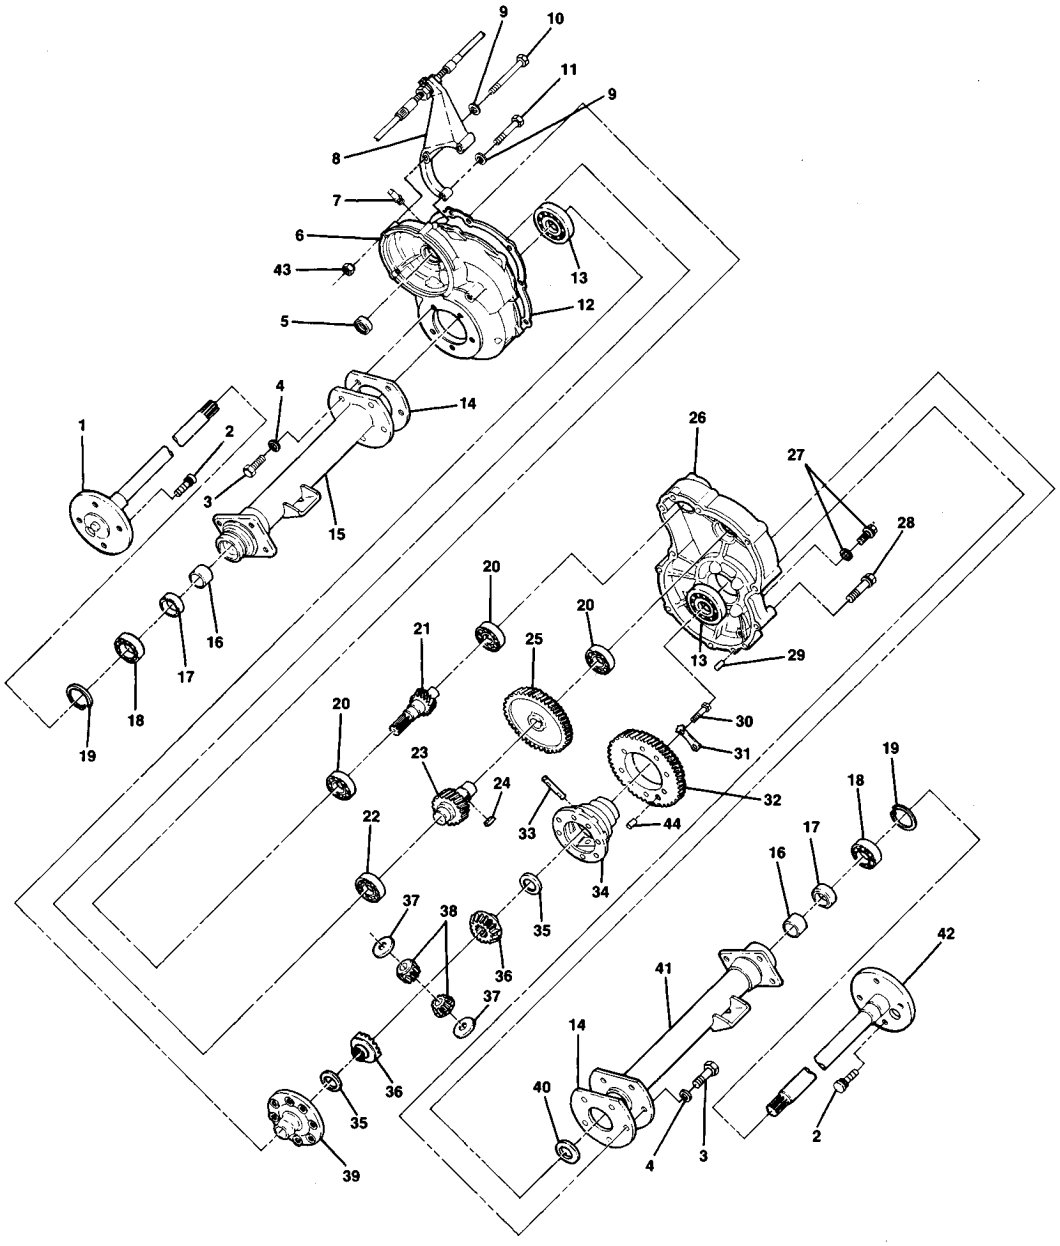

Figure 6-1 — Transaxle Assembly
1. Clean bearing and seal seat in axle tube (15 and 41) (**Figure 6-1**).